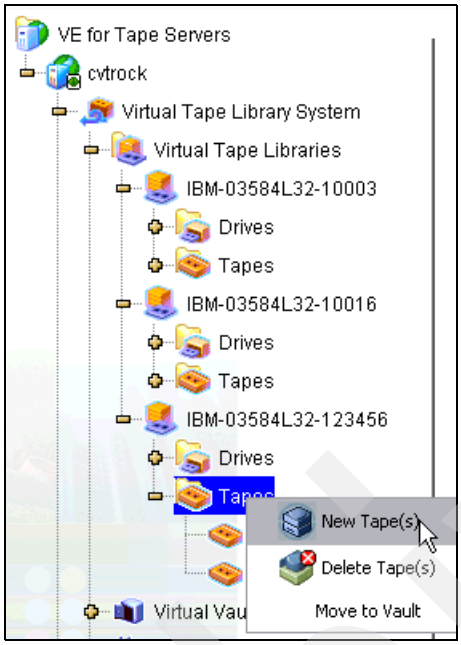

Figure 4-34 Selecting New Tape(s) to create virtual volumes
1. As shown in Figure 4-34, select ***your tape library*** (where you want to create the virtual cartridges) → **Tapes** → **New Tape(s)**.